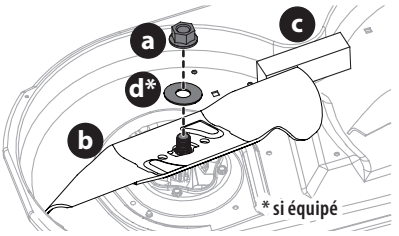

Fig. 51
2. Placez un cale de bois (c) entre le carter du plateau de coupe et le tranchant de la lame (b) pour aider à débloquer l'écrou hexagonal (a) et la rondelle (d)* qui fixe la lame (b). Utilisez une clé de 15/16 po pour desserrer l'écrou hexagonal (a) et la rondelle (d)* (Fig. 51).
3. Lorsque vous réinstallez les lames, assurez-vous de ce qui suit (Fig. 51) :